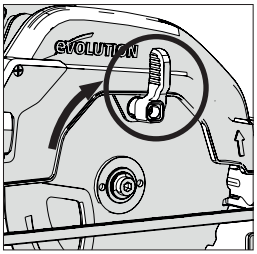

Рис. 5
- Поднимите защитный кожух нижней части диска вровень с защитным кожухом верхней части диска с помощью ручного рычага. **(Рис. 5)**